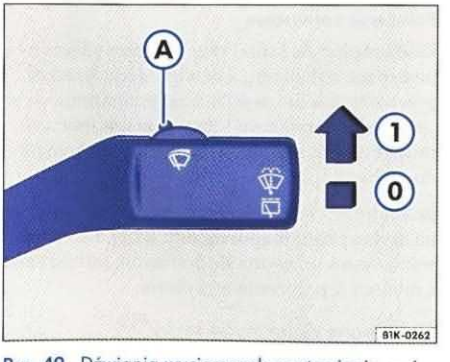

Rys. 49 Dźwignia wycieraczek: nastawianie czujnika deszczu Ⓐ
– Dźwignię wycieraczek przesunąć w położenie ⇒ rys. 49 ①.